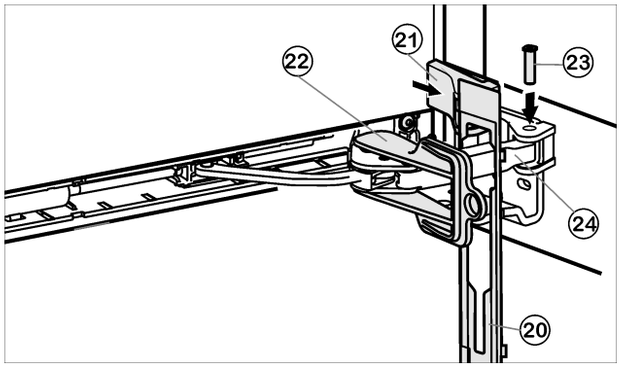

*Fig. 16*
▶ Suspenda el panel *Fig. 16 (20)* en el estribo del amortiguador, de modo que los ganchos de retención estén orientados hacia delante y el lado delantero esté orientado hacia al aparato.
▶ Acerque el estribo del amortiguador *Fig. 16 (24)* a la pieza de cojinete e introduzca el perno *Fig. 16 (23)* desde arriba, de modo que el cuadrado esté en la parte hundida.
▶ Coloque y encaje la cubierta *Fig. 16 (21)*.
▶ Retire el seguro *Fig. 16 (22)* girándolo.
▶ Encaje el panel *Fig. 16 (20)* en la puerta.